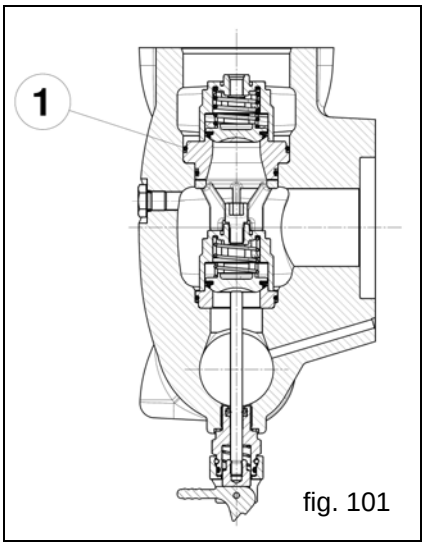

fig. 101
Pay particular attention when inserting the O-ring indicated in pos.①, fig.101.